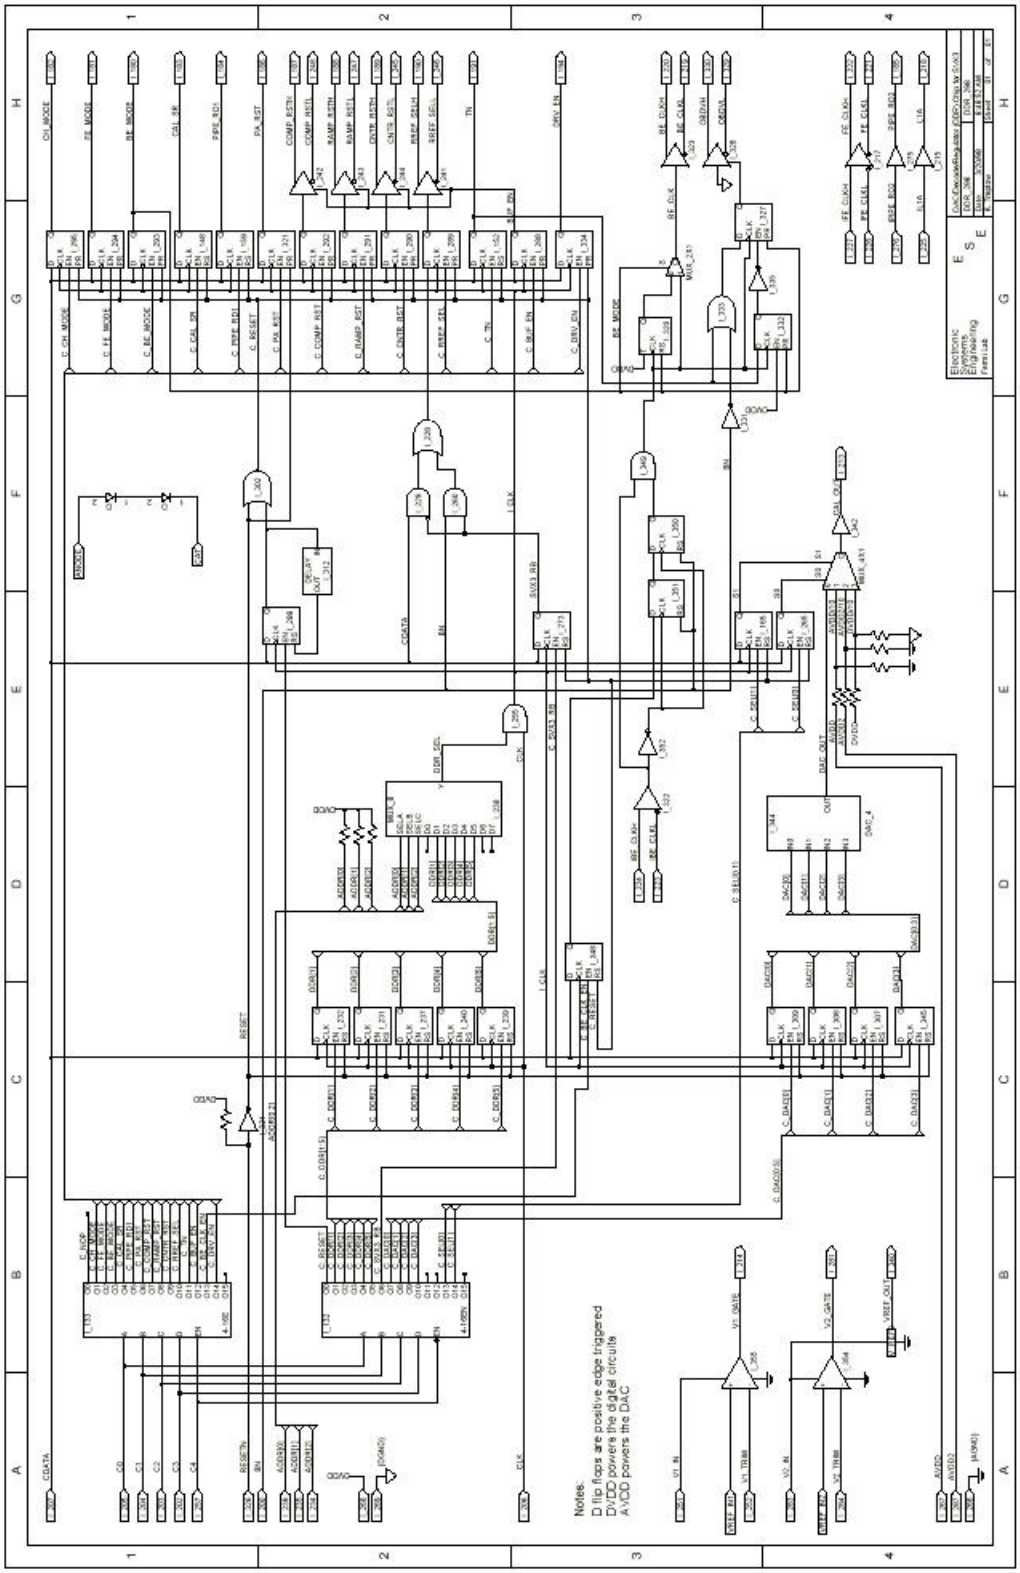

Figure A.1. Schematics of the DDR Chip
1. The block diagram in Figure 2 and the circuit in Figure A.1 were updated.
5. Change the name V1_BASE to V1_GATE and V2_BASE to V2_GATE (Section 9, Figure 2 AND Figure A.1).
8. The output TN_EN and associated FF was deleted (Section 14, Figure 2 and Figure A.1).
9. Add pads for V_{REF} and all inputs of the pre-amplifiers (Figure A.1).
Figure A.1 shows the schematic of the DDR chip.